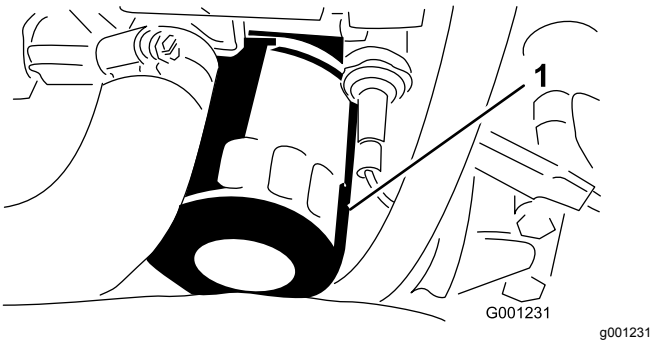

**Figur 50**
6. Afmonter og udskift oliefilteret (Figur 50).